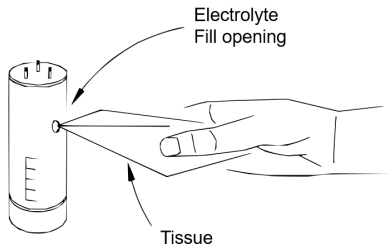
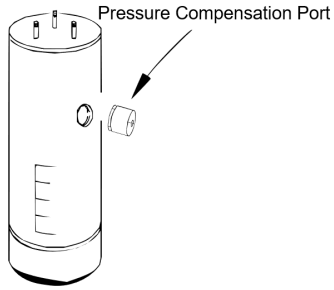

Fig 1.
Fig. 2
- ☐ **Compensation port removed** from electrolyte fill opening (see Figs. 1 and 2).
- ☐ **Fill opening wiped dry** with clean, dry tissue (see Fig. 1).
1. **Remove the pressure compensation port** from the electrolyte fill opening (see Fig. 1 and Fig. 2). Gently pull and unscrew the port to detach it from the cell.
2. **Wipe the fill opening** using clean, dry tissue to remove any residual moisture or electrolyte from the opening (see Fig. 1). Ensure the area is completely dry before proceeding.